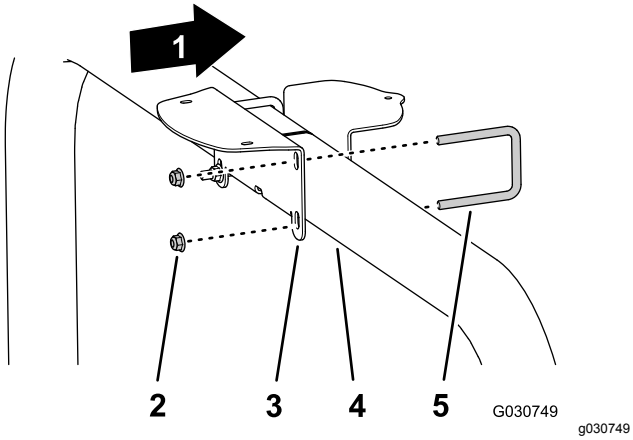

Figur 149
- Hvis din maskine er forsynet med et satellitnavigationssystem (GNSS) med et wide area augmentation system (WAAS), monteres modtagerbeslaget på styrtbøjlerøret (Figur 149) med de 2 U-bolte og 4 flangelåsemøtrikker (3/8 tomme).